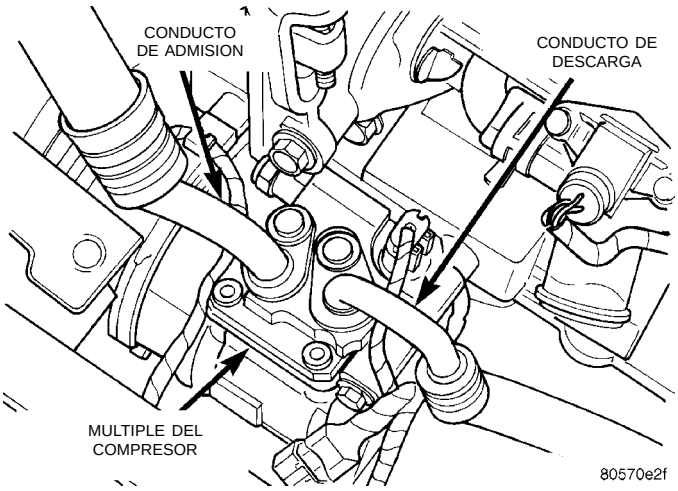

Fig. 29 Conducto de descarga
(1) Retire el refrigerante del sistema de A/A usando una máquina de recuperación de refrigerante R-134a.
(2) Retire el conducto en el compresor desde la parte superior del vehículo. (Fig. 29).
(3) Retire el conducto en el condensador desde la parte inferior del vehículo.